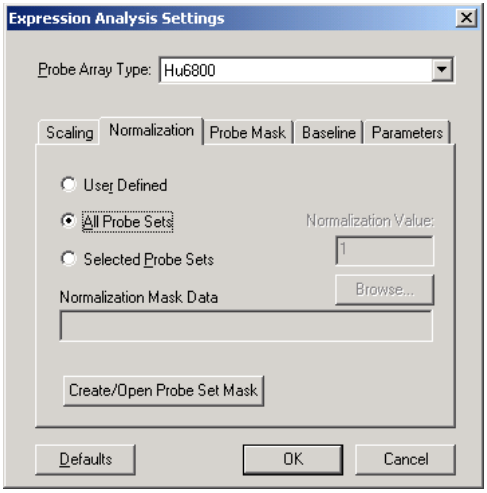

Figure E.20
1. In the Normalization tab, choose the **All Probe Sets** normalization option **(Figure E.20)**.